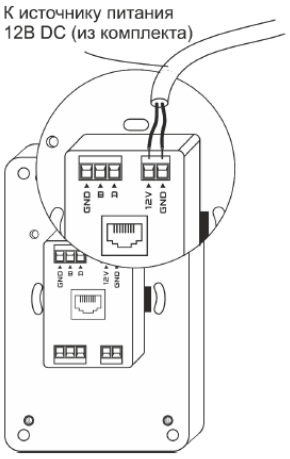
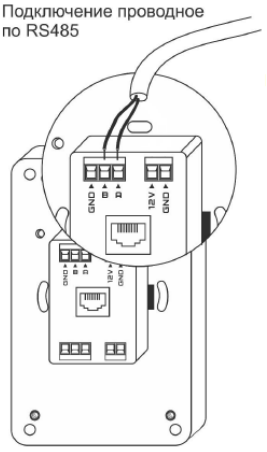

Рис.8
Рис.9
Подключить питание панели, соблюдая полярность +12В и GND от комплектного блока питания на соответствующие клеммы панели (см. рис. 8).
Управление происходит по интерфейсу RS485, протокол Modbus RTU. Необходимо подключить контроллер автоматики к панели кабелем типа «витая пара» на клеммы A, B, GND. Отдельно подать питание +12В и GND с блока питания (из комплекта или другого стабилизированного источника питания 12В с током не менее 1А) на клеммы подключения питания (см. рис. 9).
- Подключить панель управления согласно выбранному типу подключения и схеме подключения (см. рис.8 или рис.9).
4. Подключить панель управления согласно выбранному типу и схемы подключения (см. рис.8 или рис.9).
- Подключить панель управления согласно выбранному типу и схемы подключения (см. рис.8 или рис.9).